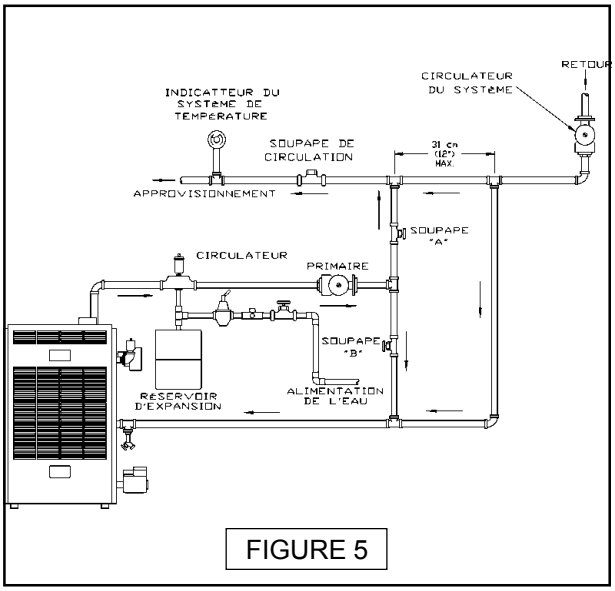

FIGURE 5
C. Cette méthode est utilisée pour protéger les chaudières de la condensation qui se forme et aussi pour protéger le système de chauffage des températures élevées de l'eau. Voir la figure 5.